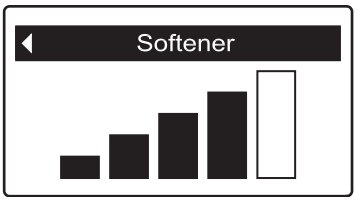

FIG. 102
4. Press the SELECT (○) button, and the screen shown in Figure 102 will appear. The more bars that are filled in black, the stronger the signal.
2. Press the remote's SELECT (○) button to display a menu screen. The header will turn black (See Figure 102.